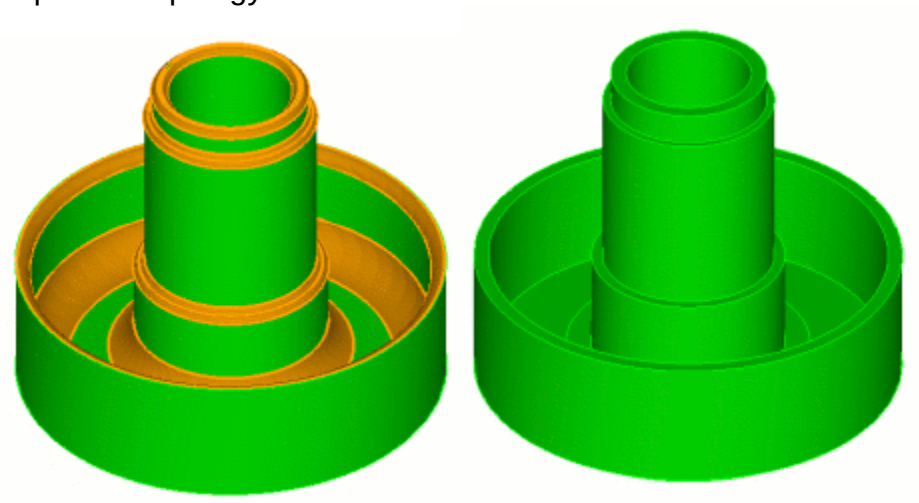

Figure 1. A volume which has been simplified by removing blend surfaces.
**Solutions:** The current algorithm for determining possible sweep configurations is an extension of the autoscheme algorithm described in [White, 00]. Instead of rejecting a configuration which does not meet the required sweeping constraints, the sweep suggestion algorithm ignores certain sweeping roadblocks until it has identified a nearly feasible sweeping configuration. The suggestions are presented graphically, as seen in Figure 1. In most cases, the source-target pairs presented by the sweep suggestion algorithm are not yet feasible for sweeping given the current topology. The user may use this information for further decomposition or to apply solutions identified by the forced sweepability capability described next. The sweep suggest algorithm also provides the user with alternative feasible sweep direction solutions as shown in Figure 1. This is particularly useful when dealing with interconnected volumes where sweep directions are dependent on neighboring volumes.
**Figure 1. (a) ITEM displays the source and target of a geometry that is nearly sweepable. The region is not currently sweepable due to circular imprints on the side of the cylinder. (b) Alternative feasible sweep directions are also computed.**